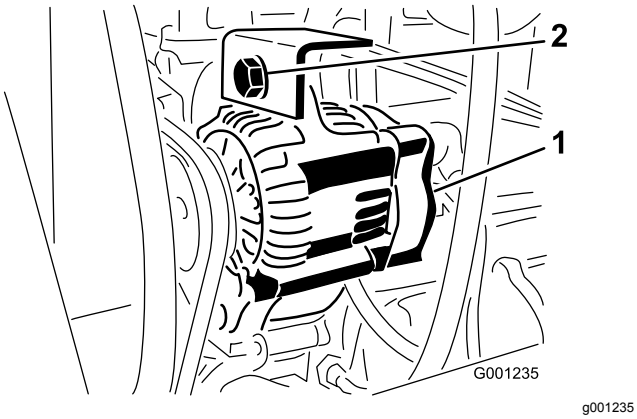

Figuur 72
2. Draai de montagebout van de wisselstroomdynamo los (Figuur 72). .
3. Verhoog of verlaag de spanning op de riem van de wisselstroomdynamo en draai de montagebout weer vast (Figuur 72).